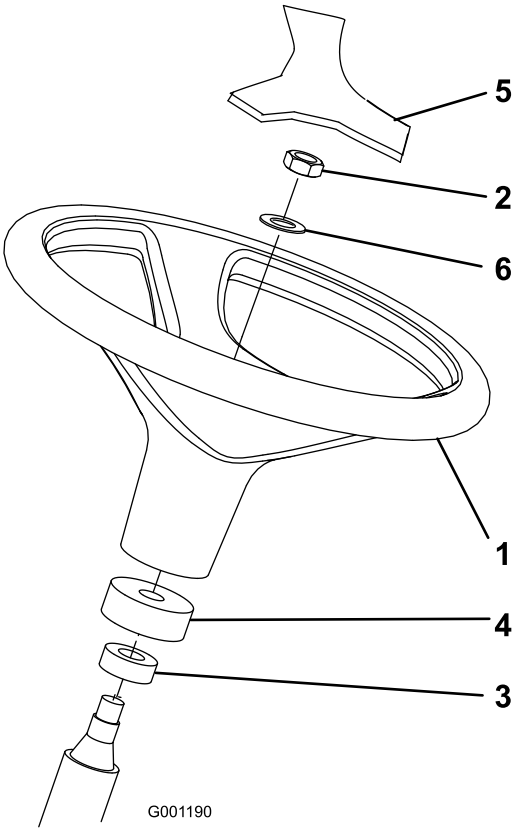

**Figur 3**
2. Lossa kontramuttern och brickan från styraxeln. Kontrollera att skumstoppringen och dammskyddet sitter på styraxeln (Figur 3).
3. Skjut på ratten och brickan på styraxeln (Figur 3).
5. Montera skyddet på ratten (Figur 3).